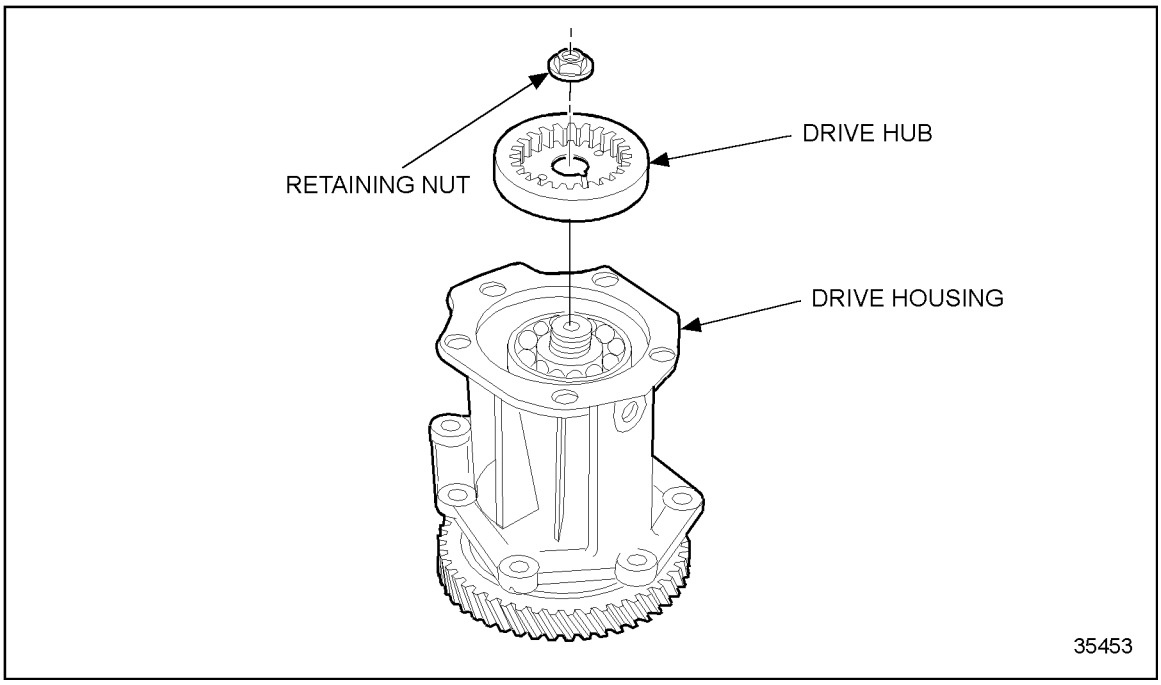

Figure 10-37 Air Compressor/Raw Water Pump Drive Hub Installation
24. Place the spacer on the drive shaft (current design only), seating it against bearing inner race. Install the drive hub on the drive shaft. See Figure 10-37.